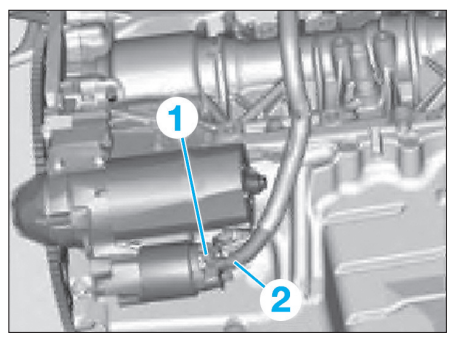
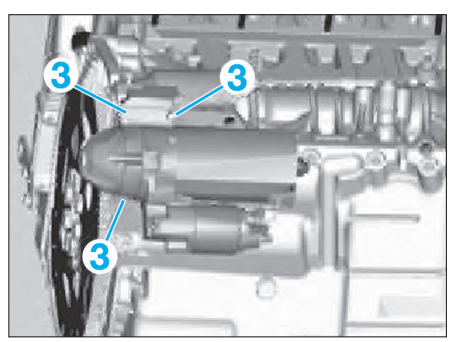

Fig. 4
Fig. 5
• Débrancher le connecteur électrique (1) **(Fig.4)**.
• Déposer l'écrou et retirer le câble positif de la batterie (2).
- les vis de fixation (3) du démarreur **(Fig.5)**,